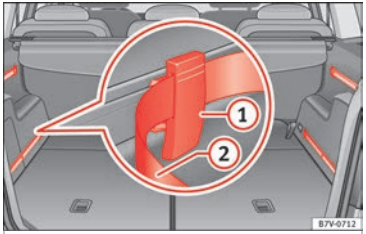

Afb. 169 In de bagageruimte: railsysteem, instelbare bevestigingselementen (1) en instelbare gordelspanner (2).
- Plaats de bevestigingselementen met de sporen omhoog gericht »» **afb. 169** (1) in het bovenste gedeelte van de geleider en duw het geheel aan.